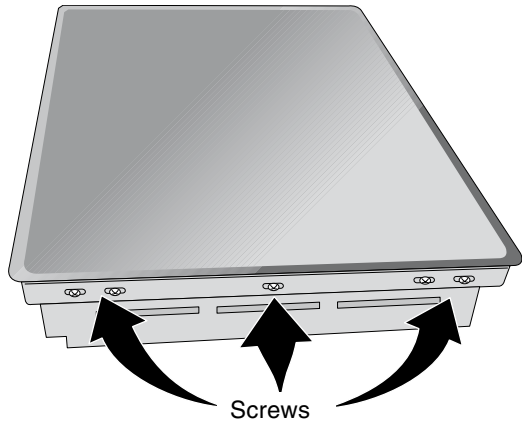

Figure 7
1. Visually inspect the cooktop for damage. Also make sure all cooktop screws are tight (see Figure 7).